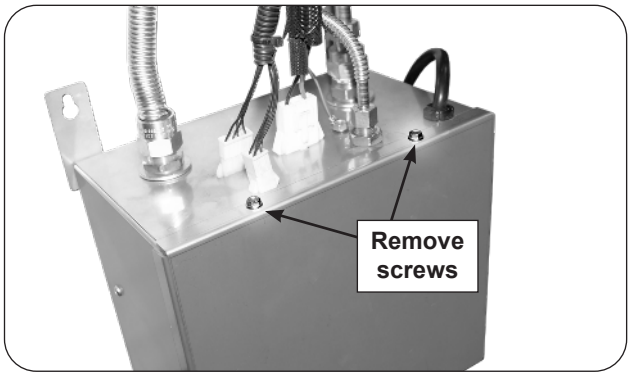

Fig. 43-1 Remove screws
2. Remove the two 1/4" hex screws found on top of the control box (see Fig. 43-1).